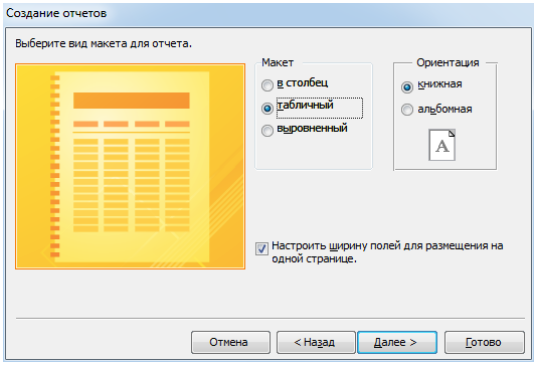

Рис. 5.4. Определение шаблона отчета
5. Выбирается шаблон отчета (рис. 5.4).